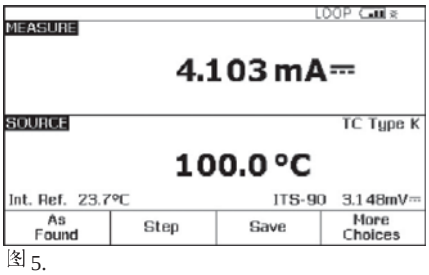

图 5.
6. 接着，按 DPC 上的“SETUP”(设置)按钮。光标开始应位于环路电源上。按“ENTER”(确定)，然后按下箭头键，直到 DPC 光标位于“Enabled”(使能)，然后按“ENTER”(确定)。接下来按“Done”(完成)软键(图 5)。